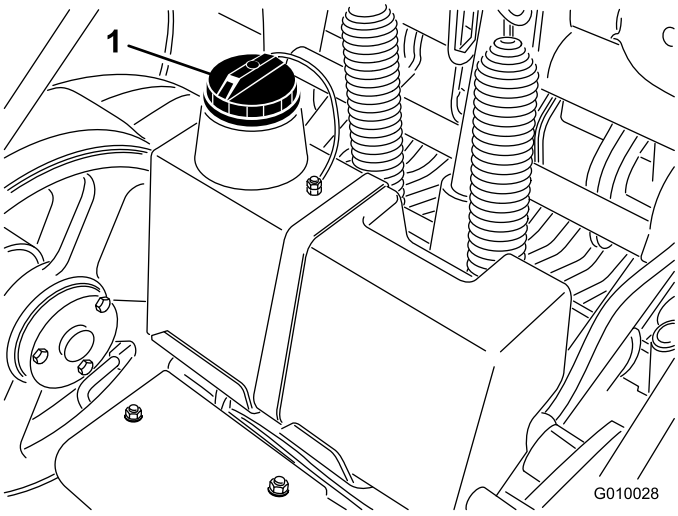

**Figur 18**
3. Rengør området omkring påfyldningsstudsen og hydrauliktankens dækksel (Figur 18). Fjern dækslet fra påfyldningsstudsen.